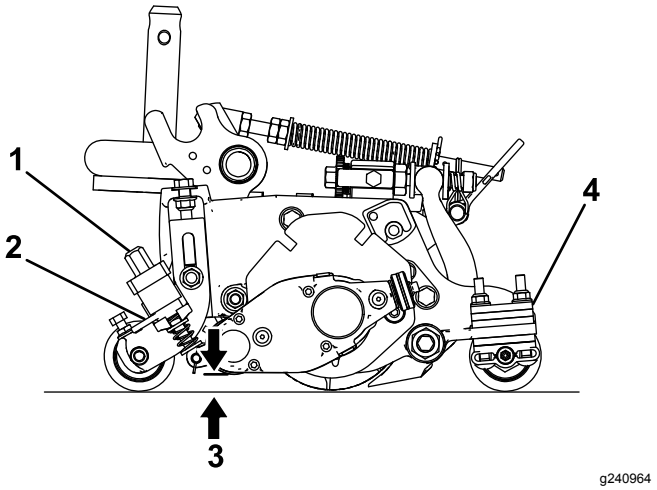

Figura 23
3. Rode as alavancas de libertação rápida (Figura 23) para a posição de ENGATAR (o manípulo aponta para a parte dianteira da unidade de corte.
4. Numa extremidade do cilindro do rastelo, meça a distância que vai da ponta da lâmina mais baixa do dispositivo até à superfície de funcionamento (Figura 23). Rode o manípulo de ajuste da altura (Figura 23) para levantar ou baixar a ponta da lâmina do rastelo, até à altura desejada.